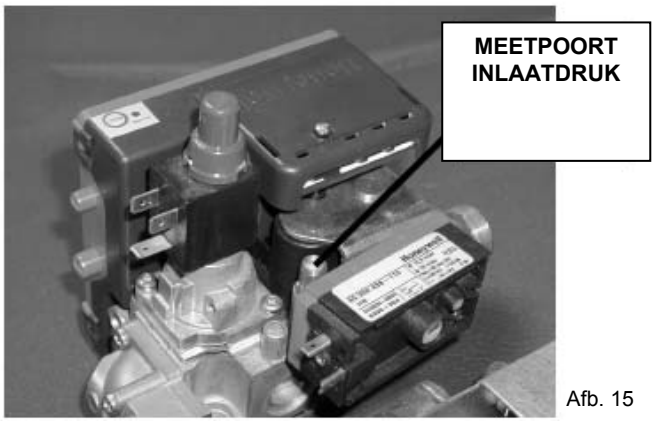

Afb. 15
- Plaats het slangetje van een "nauwkeurige" manometer op de inlaatdrukpoort (afbeelding 15) van de gasregelklep nadat u de schroef met één draaiing hebt losgemaakt.